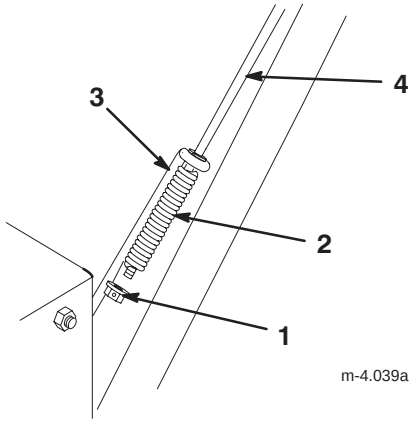

Bild 9
1. Schieben Sie die Feder über das untere Ende der Fahrantriebsstange (Bild 9).
2. Schieben Sie eine Sicherungsbundmutter (Bundseite nach oben) auf das obere Ende der Fahrantriebsstange unter die Feder (Bild 9).